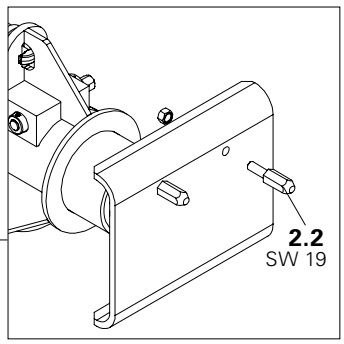

Fig. A1.07a
2. When used in main beam frame, fix two Centering Bolts M12 (2.2) with hex. nuts SW 19 to the Base Plate. (Fig. A1.07a)